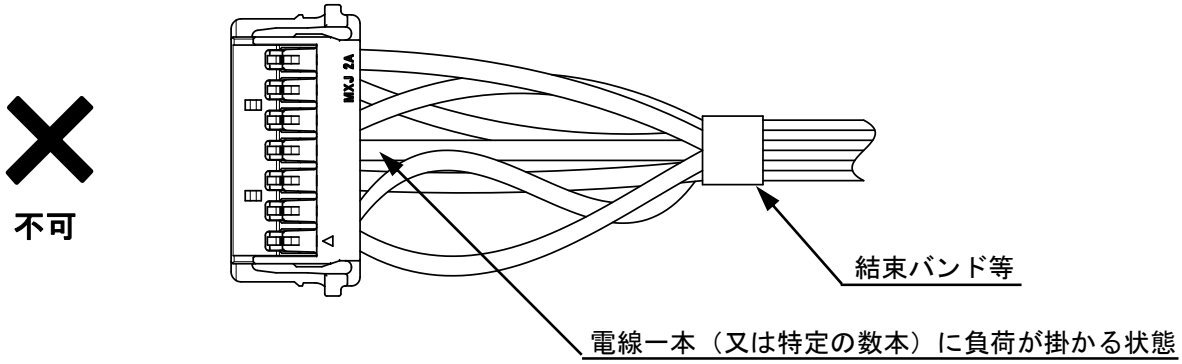

Fig.7-2　不適切なハーネス結束状態
② ハーネス品で、電線一本（又は特定の数本）に力が加わらない様にして下さい。（**Fig.7-2**）